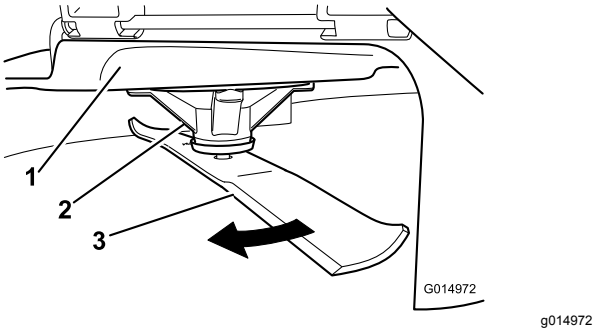

Figuur 63
2. Trek dikke handschoenen of andere adequate handbescherming aan en draai langzaam het mes in een stand die meting mogelijk maakt van de afstand tussen de maairand en het egale oppervlak waarop de machine staat (Figuur 63).